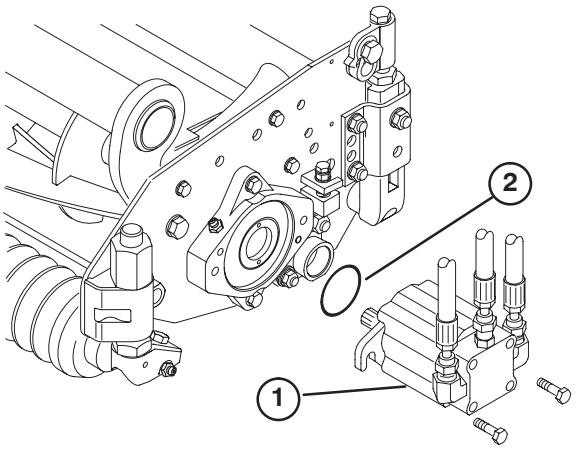

Bild 6
13. Montieren Sie den Motor am Antriebsende des Mähwerks und befestigen Sie ihn mit den zwei mitgelieferten Kopfschrauben (Bild 6).